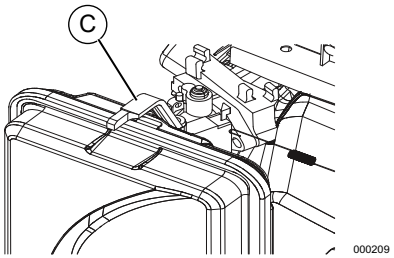

Figure 3-3. Position du bouton de l'étrangleur
5. Faites glisser le bouton de l'étrangleur (C) en position Étranglement Max (gauche). Voir ***Figure 3-3***.